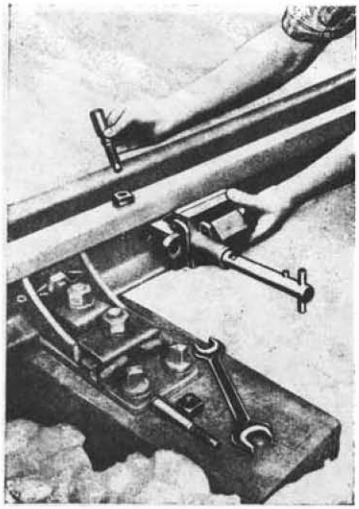

Bild 3
(4) Zum Anbringen des Weichenschlosses werden ein Schraubenschlüssel und ein Hammer benötigt. Die Werkzeuge befinden sich am Gerätewandbrett. **Werkzeuge zum Anbringen**
c) Die beiden Befestigungsschrauben von der Innenseite der Backenschiene so durchstecken, daß die Längsrippen in die Nuten der Schraubenlöcher eingreifen (vgl. Bild 3).